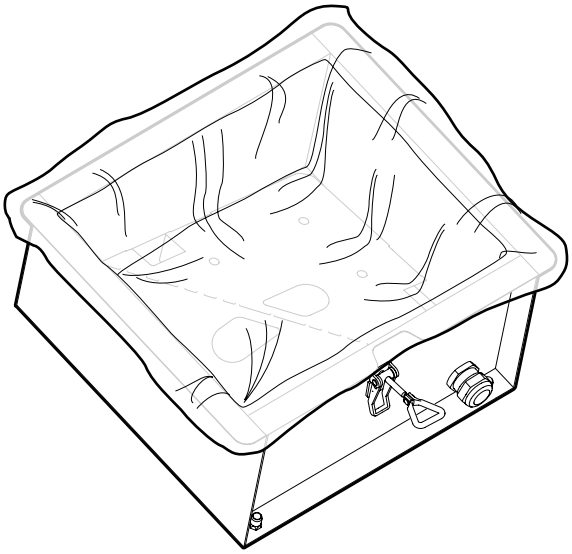

Fig. 28
6. Placera en ny Stoftpåse CMF PSW3 korrekt i stoftkärlet (**Fig. 28**).